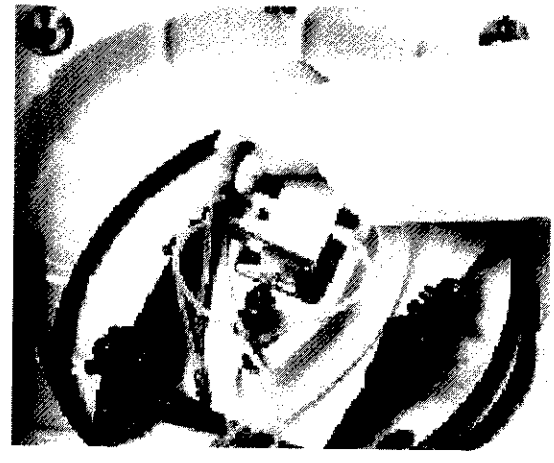

Figure 10 Close the Handle
6. Close the handle as shown in *Figure 10*.